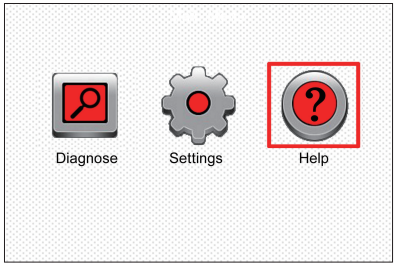

Abbildung 3
5. Bewegen Sie nach Einschalten des Geräts und Aufrufen des Hauptmenübildschirms den Markierungsbalken auf dem Symbol ‚Hilfe' (siehe Abbildung 3) und drücken die Taste [OK].